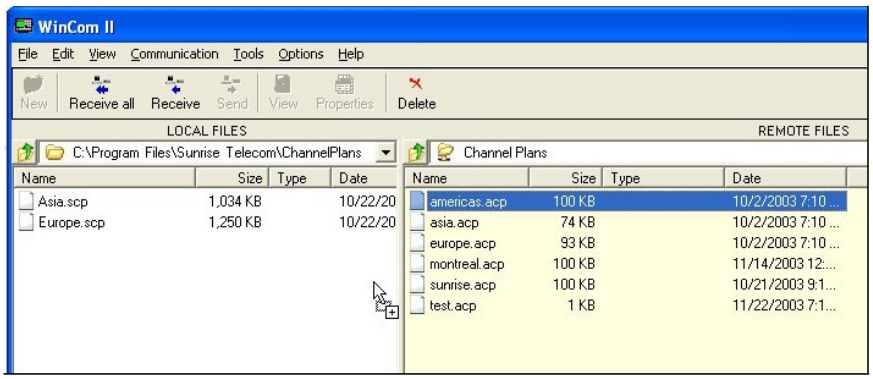

Figure 3-1: Dragging a Record from a Remote AT2500 to the Computer
4. Select a record from the right pane, and then drag it to the left pane, or click Receive in the toolbar. You can also select Copy from the Edit menu. This step may be repeated for each record or for multiple records transfer, proceed to the next step. See Figure 3-1.